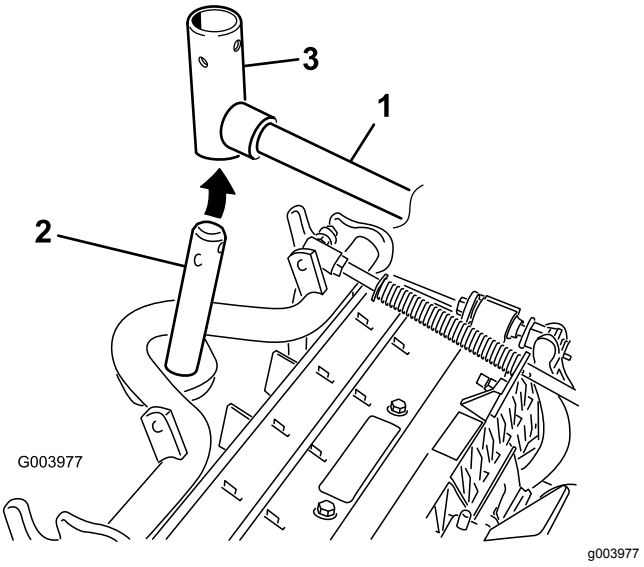

Figur 8
7. For de fremre klippeenhetene skyver du en klippeenhet under løftearmen mens du fører bærerammen inn i løftearmens dreiegaffel (Figur 8).
B. Før inn løftearmens dreiegaffel i bærerammeakselen (Figur 8).